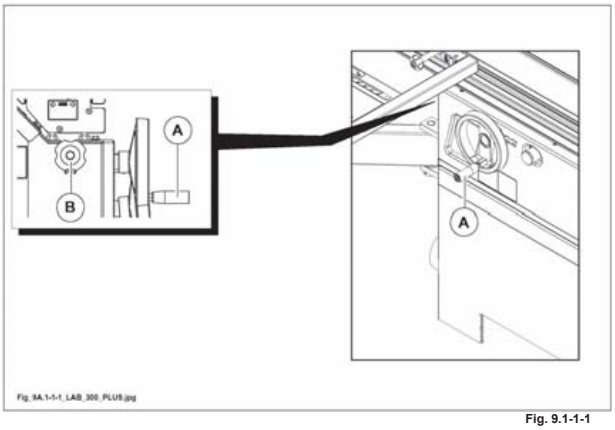

Fig. 9.1-1-1
- Allentare il pomello (B fig. 9.1-1-1).
- Lo spostamento verticale dell'albero avviene mediante la rotazione del volantino (A fig. 9.1-1-1).
- La rotazione si blocca mediante il pomello (B fig. 9.1-1-1) che deve essere serrato dopo ogni posizionamento.